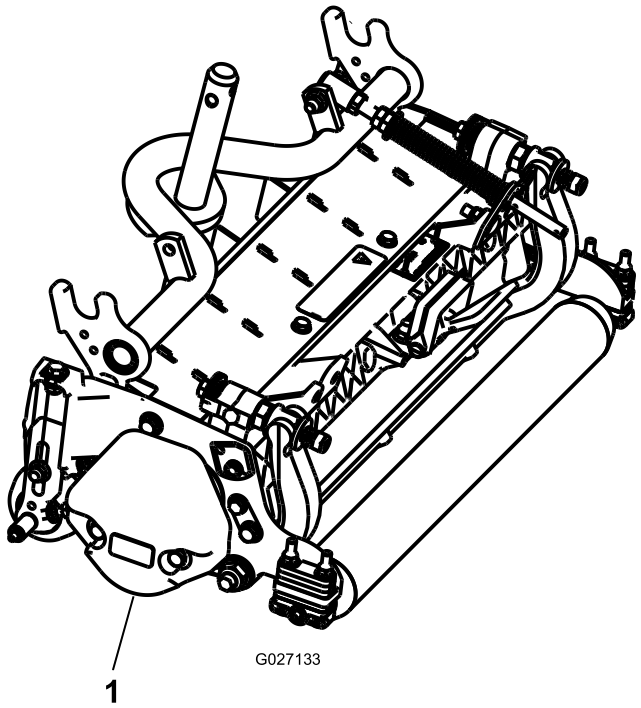

Figur 3
3. Sørg for, at kontravægten (Figur 3) er monteret i den rigtige ende af klippeenheden som beskrevet i kontravægtsættets *monteringsvejledning*.